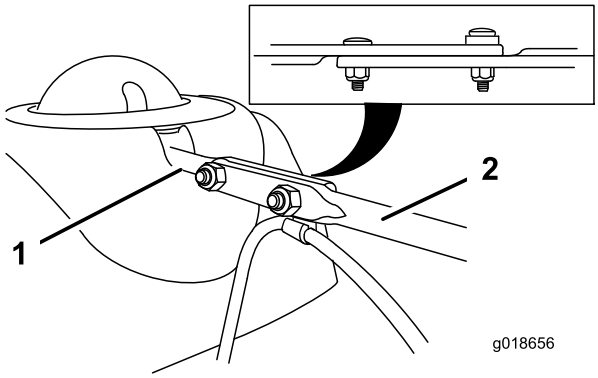

Figur 15
3. Ret den flade ende af den lange sliskekontrolstang ind efter den flade forende af den korte stang, der går ud fra kontrolpanelet, således at de passer ind i hinanden (Figur 15).